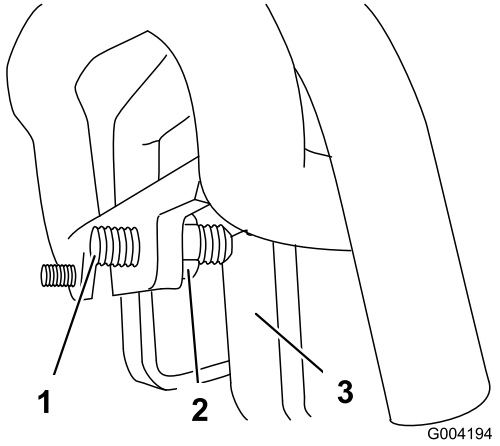

**Figur 55**
3. Om traktorenheten drar åt **vänster**, lossa **höger** kontramutter och justera inställningsskruven framtill på drivreglaget (Figur 55).
4. Om traktorenheten drar åt **höger**, lossa **vänster** kontramutter och justera inställningsskruven framtill på drivreglaget (Figur 55).